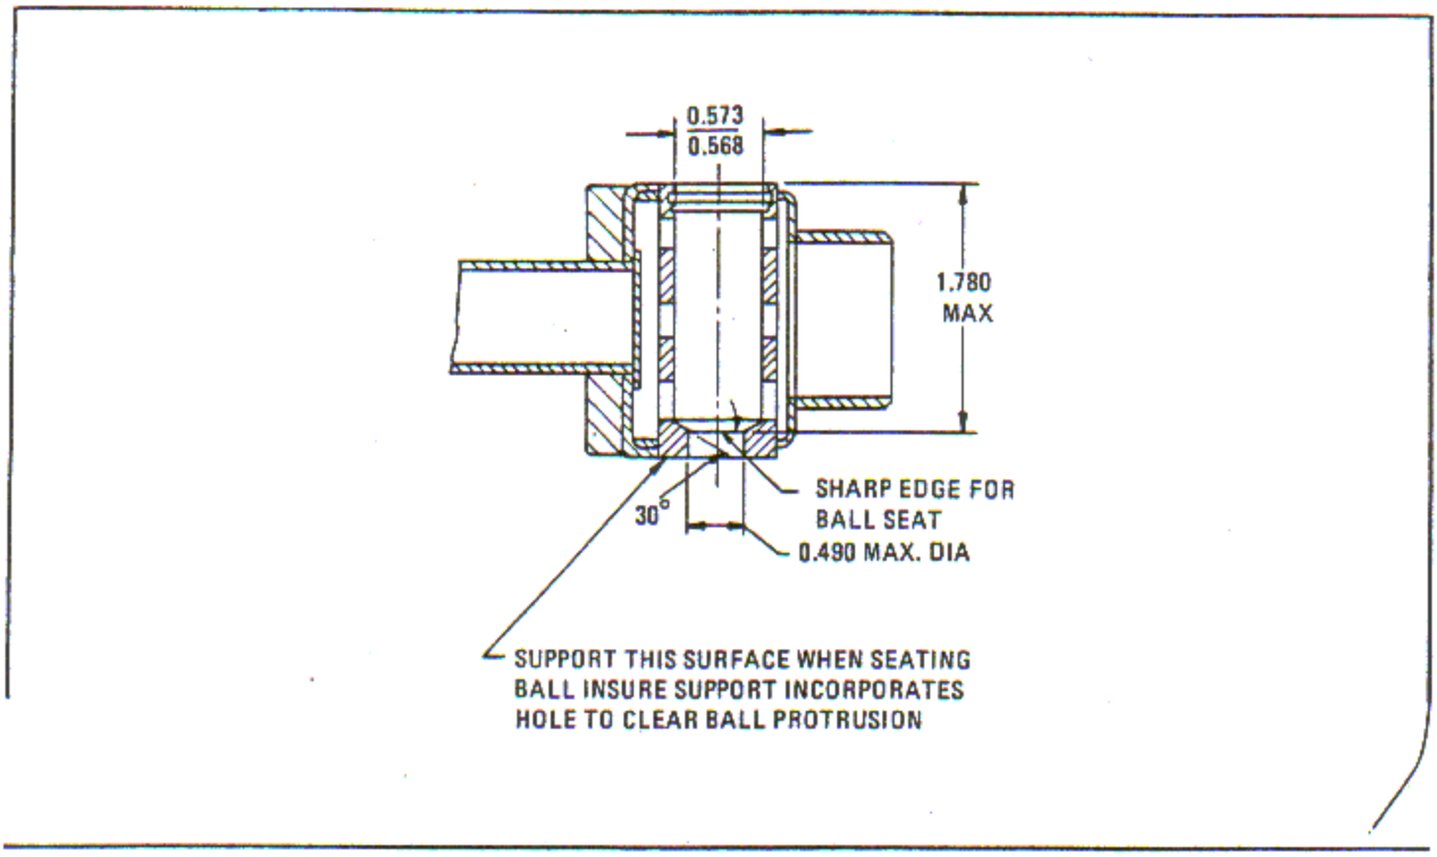

Figure 6-242. Oil Strainer By-Pass Valve Reconditioning
a. Install the valve body in a suitable fixture and using a subland combination reamer with a 120 degree included angle countersink, rework the valve in accordance with figure 6-242. The diameter of the countersink should be 0.568 inch cylindrically ground with no back-off relief.